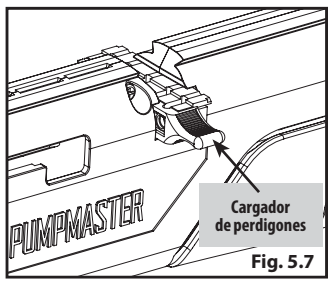

Fig. 5.7
7. Vuelva a colocar en su sitio el cargador de perdigones asegurándose de alinear una de las recámaras de perdigones con la recámara del cañón (Fig. 5.7)